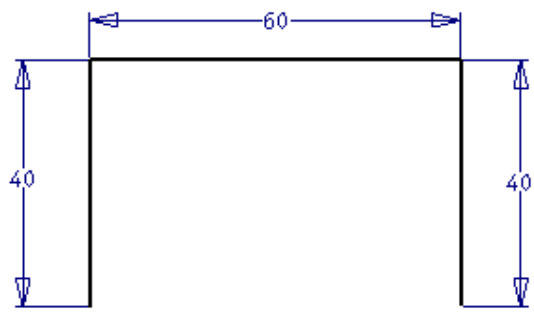

Figure 18-44 *First 2D sketch*
4. Draw the first sketch on the XZ plane, as shown in Figure 18-44.